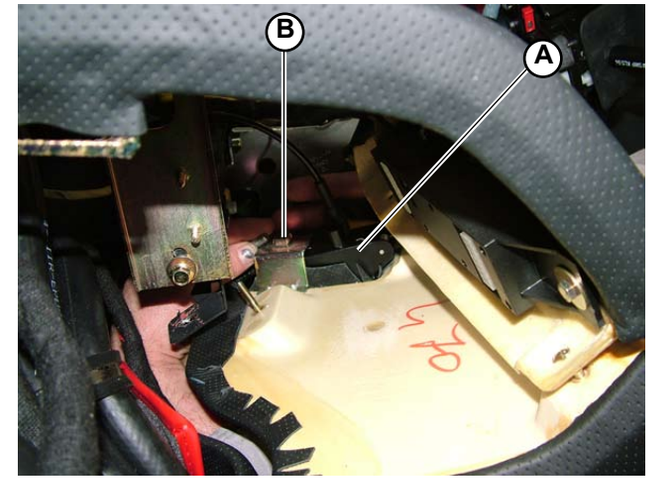

Fig.6
1. Disassemble the engine hood opening lever (**A-Fig.6**) by unscrewing the relative screw (**B-Fig.6**).